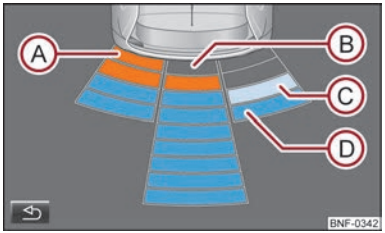

Fig. 62 Screen display of the visual parking system.
Ⓐ An obstacle appearing in the collision zone is shown as an orange-coloured segment ⇒ Fig. 62 **Do not drive the vehicle!** ⇒ ⚠.
- By tapping the function key ⮌ in the screen of the navigation unit ⇒ Fig. 62.